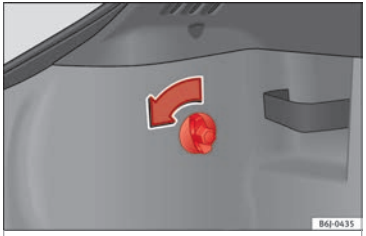

Fig. 105 Access to tail lights.
- Turn the bolt in the direction of the arrow, by hand or with a screwdriver ››› **Fig. 105**.
• Remove the connector from housing (A) ››› **Fig. 105**.